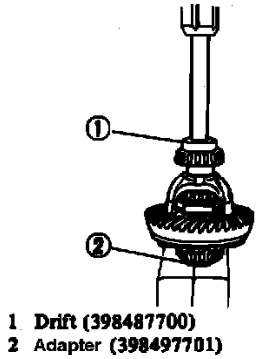

Fig. 11 Installing Side Bearing
b. Press side bearing inner race onto differential case using a suitable drift and tool No. 398497701 included in puller set No. 399527700, **Fig. 11.**